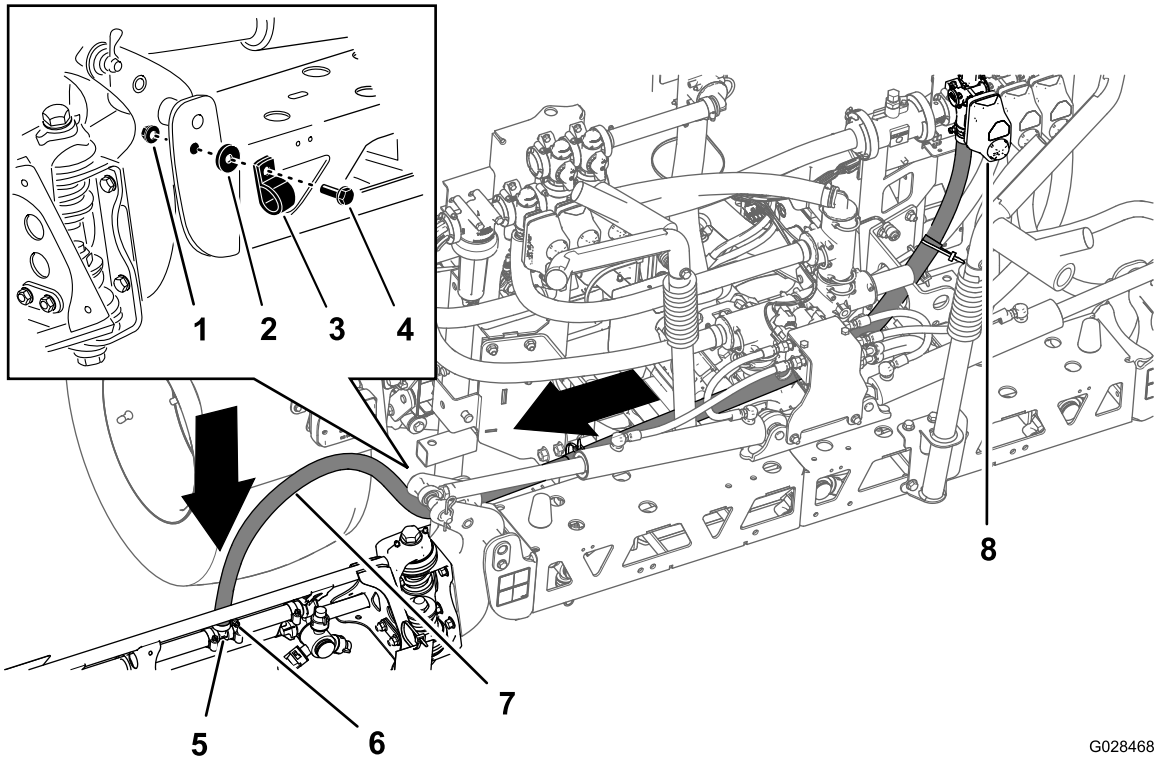
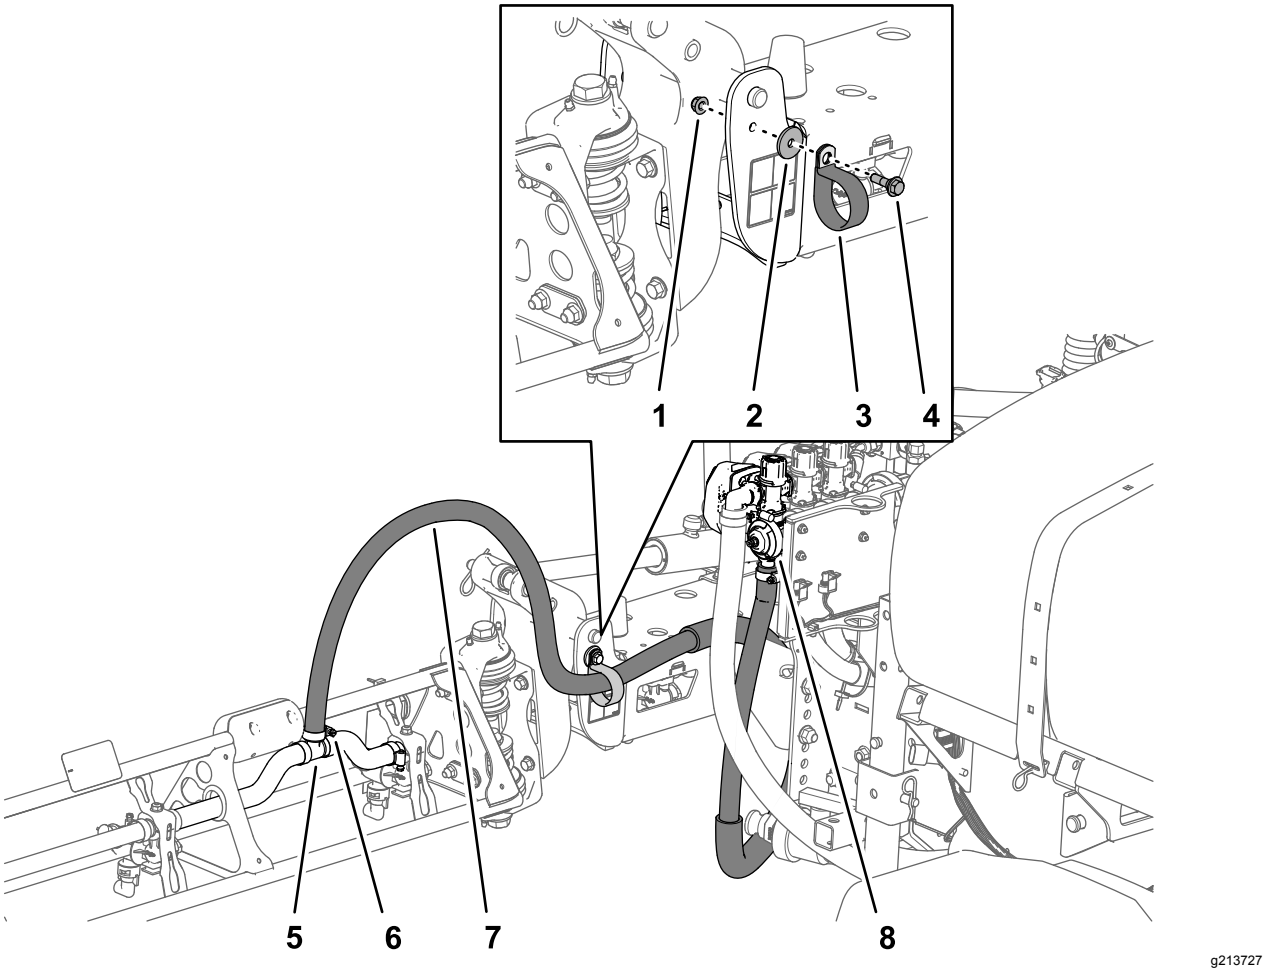

Figur 42
Figur 43
1. Trekk bomseksjonsslangene som vist i Figur 42 og Figur 43.
2. Fest bomslangene til fremsiden av den midtre bomseksjonen (Figur 42 og Figur 43) med en R-klemme, en ansatsbolt (5/16 x 1 tomme), en låsemutter (5/16 tomme) og en skive (5/16 tomme).
3. Monter bomseksjonsslangen over T-anordningen med mothaker på bomseksjonen, og fest slangen med en slangeklemme (Figur 42 og Figur 43).